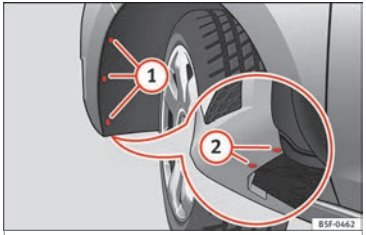

Fig. 112 Faro antiniebla: acceso al conector y al portalámparas.
– Retire los 3 tornillos ① ››› **fig. 112** del interior del pasarrueda y los 2 tornillos inferiores ② ››› **fig. 112** del parachoques, precisando para ello de un destornillador.